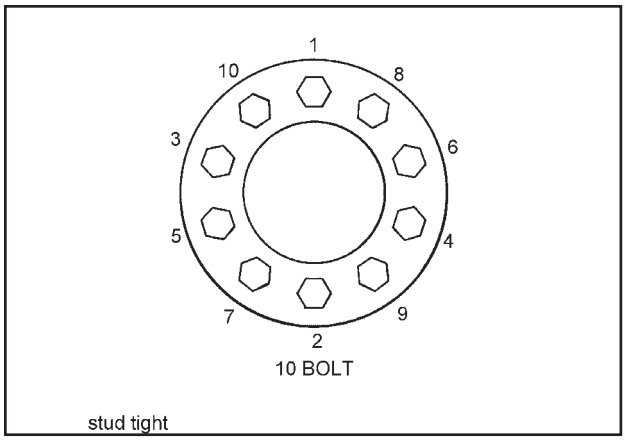

Figure 4-24 Stud Tightening Sequence
d. Install the flange nut (pilot mount) and tighten to 50 foot-pounds using the sequence in **Figure 4-24.** Then tighten to full torque of 500 to 550 foot-pounds .